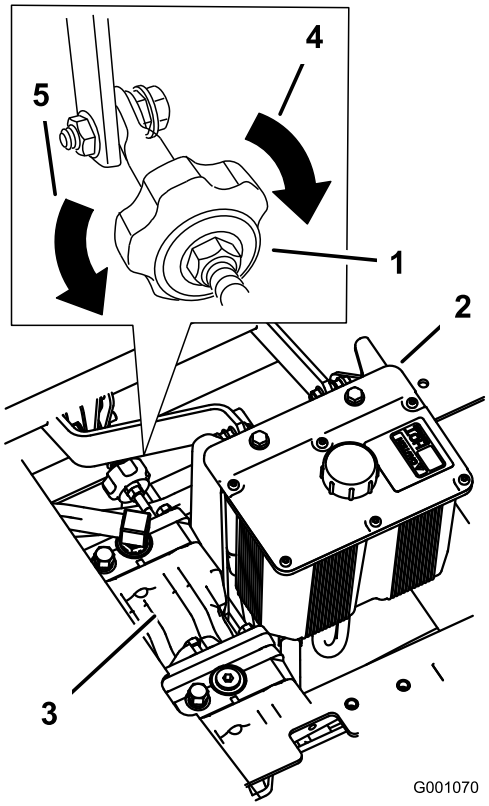

Rysunek 81
2. Wyreguluj długość żerdzi pompowej, obracając pokrętło w odpowiednim kierunku, aż koło będzie nieruchome lub będzie lekko pełzać podczas jazdy do tyłu (Rysunek 81).